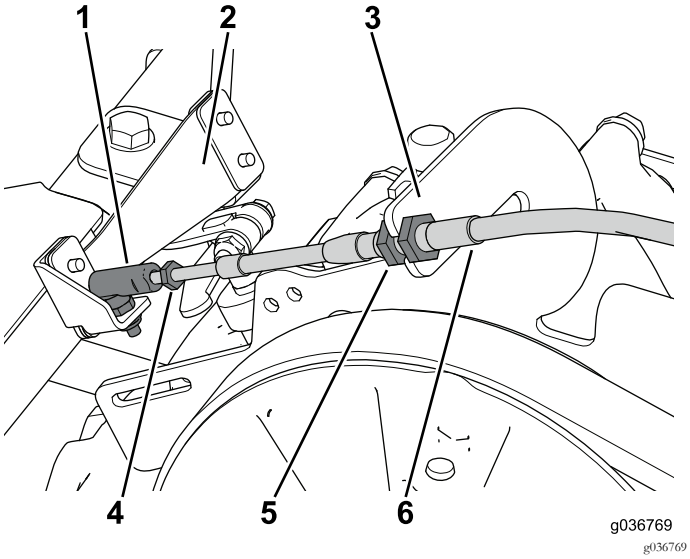

Bild 35
2. Fädeln Sie das Kugelgelenk auf den Schaltzug und befestigen Sie diesen am Schalthebel (Bild 35).